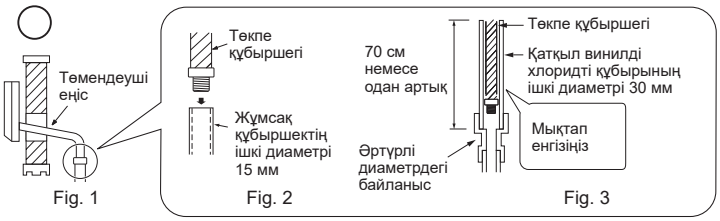

Fig. 1 Fig. 2 Fig. 3
- Төкпе құбыршек еркін ағуы үшін төмен қарай бағытталуы тиіс. (Fig. 1)